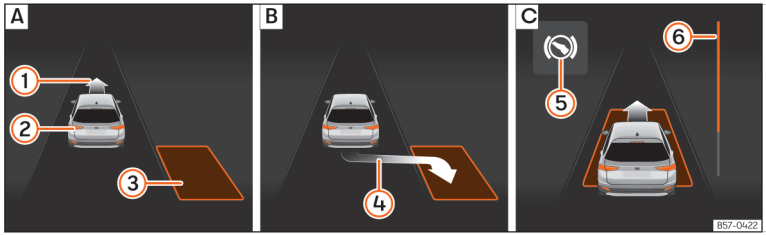
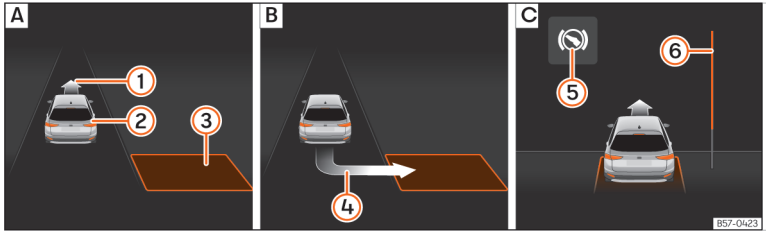

Abb. 126 Am Bildschirm des Kombi-Instruments: längs einparken. A: Parklücke suchen. B: Position zum Einparken. C: Rangieren.
Abb. 127 Am Bildschirm des Kombi-Instruments: quer einparken. A: Parklücke suchen. B: Position zum Einparken. C: Rangieren.
- Prüfen Sie anhand der Anzeige im Bildschirm des Kombi-Instruments, ob die Parklücke als „geeignet“ erkannt wurde und ob die korrekte Position zum Einparken ››› (Abb. 126) B oder ››› (Abb. 127) B erreicht wurde. Die Parklücke wird als „geeignet“ betrachtet, wenn auf dem Bildschirm des Kombi-Instruments die Anzeige zum Einparken erscheint (4).
- Fahren Sie rückwärts, bis das Dauertonsignal des ParkPilot ertönt; **ODER:** fahren Sie zurück, bis auf dem Bildschirm des Kombi-Instruments die Anzeige für Vorwärtsfahren ››› (Abb. 126) C oder ››› (Abb. 127) C erscheint; **ODER:** fahren Sie zurück, bis am Bildschirm des Kombi-Instruments die Meldung **Park Assist beendet** erscheint. Die Fortschrittsanzeige 6 zeigt den zurückzulegenden Abstand an.
- Fahren Sie vorwärts, bis das Dauertonsignal des ParkPilot ertönt; **ODER:** fahren Sie vorwärts, bis am Bildschirm des Kombi-Instruments die Anzeige zur Rückwärtsfahrt erscheint. Der Parklenkassistent lenkt das Fahrzeug so lange beim Vorwärts- und Rückwärtsfahren, bis das Fahrzeug gerade in der Parklücke steht ››› (Abb. 126) C bzw. ››› (Abb. 127) C.
Die Fortschrittsanzeigen ››› (Abb. 126) 6 und ››› (Abb. 127) 6 am Bildschirm des Kombi-Instruments zeigt symbolisch die noch zu fahrende relative Fahrstrecke an. Je länger die Distanz ist, desto größer ist der Füllstand des Fortschrittsbalkens. Bei Vorwärtsfahrt nimmt die Füllung des Fortschrittsbalkens nach oben ab und bei Rückwärtsfahrt nimmt die Füllung des Fortschrittsbalkens nach unten ab.